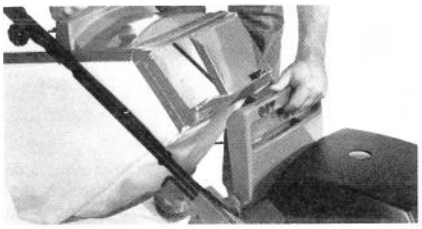

Afbeelding 14
6. Om de grasvanger te verwijderen STOPT U DE MOTOR. Terwijl u over de stuurstang heen reikt, pakt u de grasvanger met één hand beet. Met de andere hand licht u de achterklep op, totdat deze geheel open is en de grasvanger loslaat (Afb. 14).